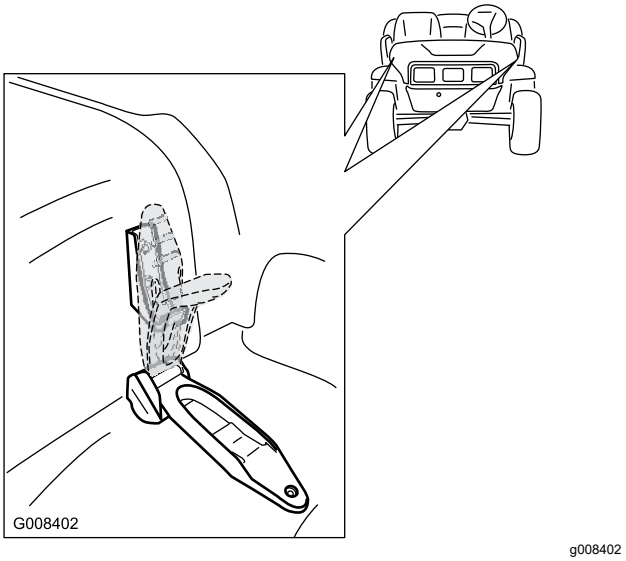

Figur 22
1. Løft opp håndtakene på gummilåsene på hver side av panseret (Figur 22).
2. Sikre panseret ved å innrette gummilåsene på låsefestene på hver side av panseret (Figur 22).